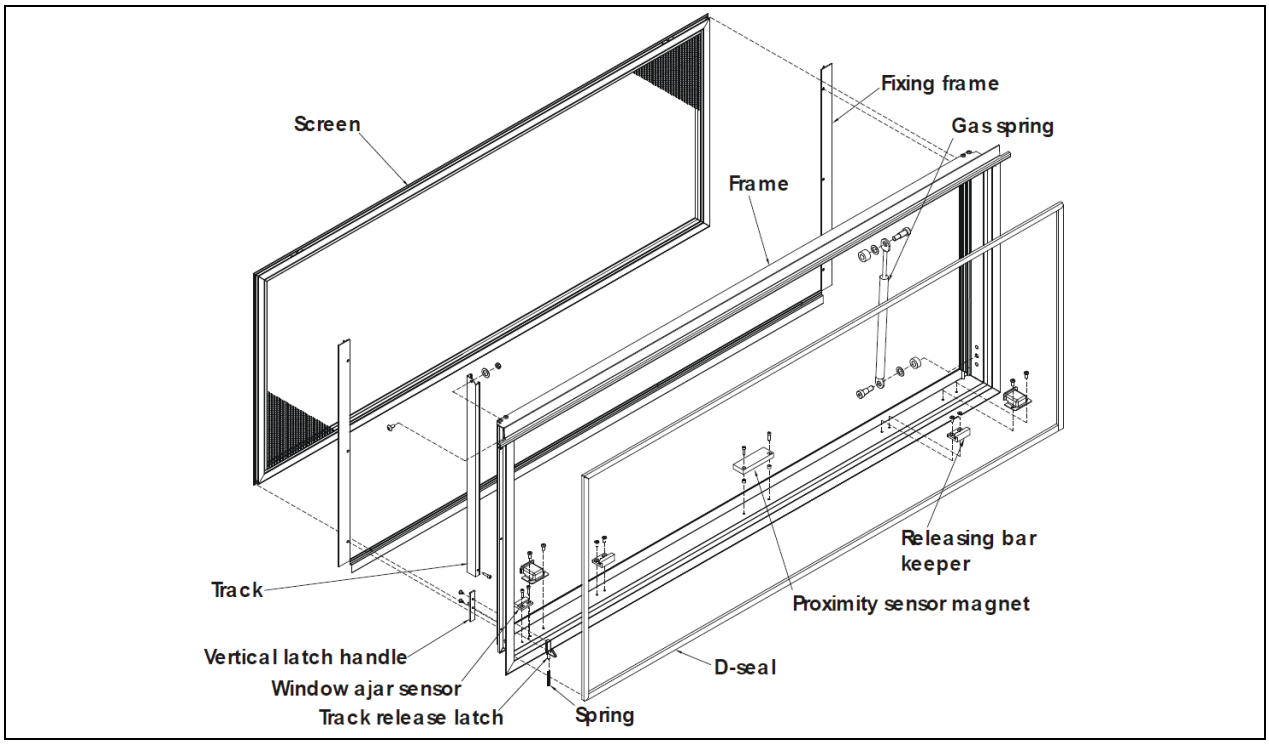

**FIGURE 104: ELECTRIC AWNING WINDOW EXPLODED VIEW (FRAME)** 18586
4. Loosen the set screws #5 (Figure 104) (rotate the arm to get to the second set screw) and disengage the swiveling arm from the motor shaft extension.